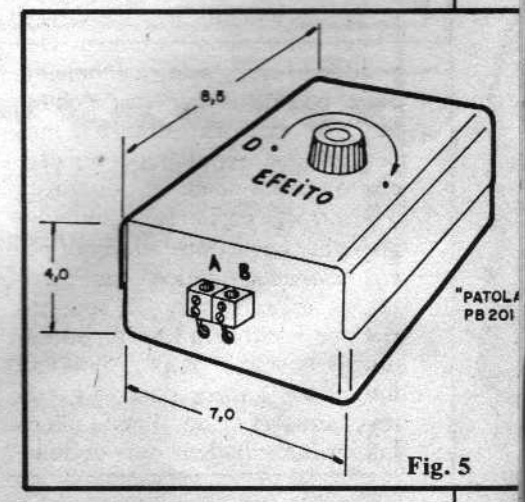

Fig. 5
– **FIG. 5** – Sugestão para o acondicionamento do circuito da LUFA num **container** padronizado (de fácil aquisição no varejo de Eletrônica). A caixa "Patola" indicada apresenta dimensões e forma plenamente compatíveis com a acomodação da plaquinha, devendo o potenciômetro ficar centrado na tampa (painel principal) da caixa, enquanto que os terminais de Saída podem ser instalados numa das laterais do **container**, conforme sugere a figura. A caixa recomendada é totalmente plástica, favorecendo a isolação geral do circuito e a segurança do operador. Em qualquer caso, NÃO utilizar caixa metálica...